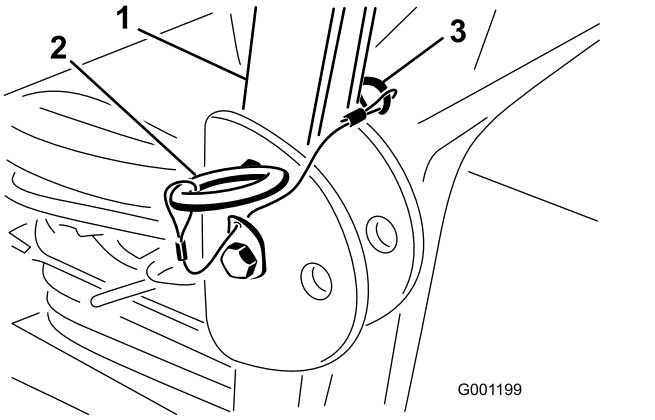

Figur 6
2. Fjern låseclipsene og de to pinde, når styrtbøjlen er i den hævede position (Figur 6).